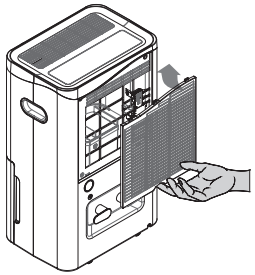

Рис. 9
5. Установите воздушный фильтр и решетку забора воздуха (рис. 9). Нажмите кнопку «Фильтр» для отключения индикатора «Очистка фильтра».